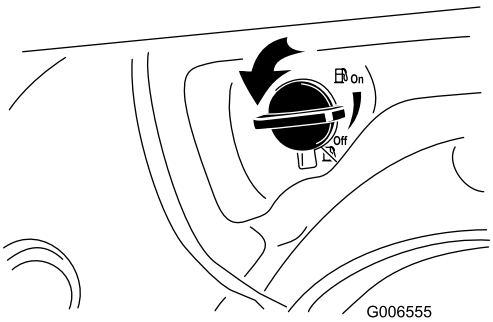

Рисунок 21
2. Поверните отсечной топливный кран на 1/4 оборота против часовой стрелки для того, чтобы открыть его (Рисунок 21).